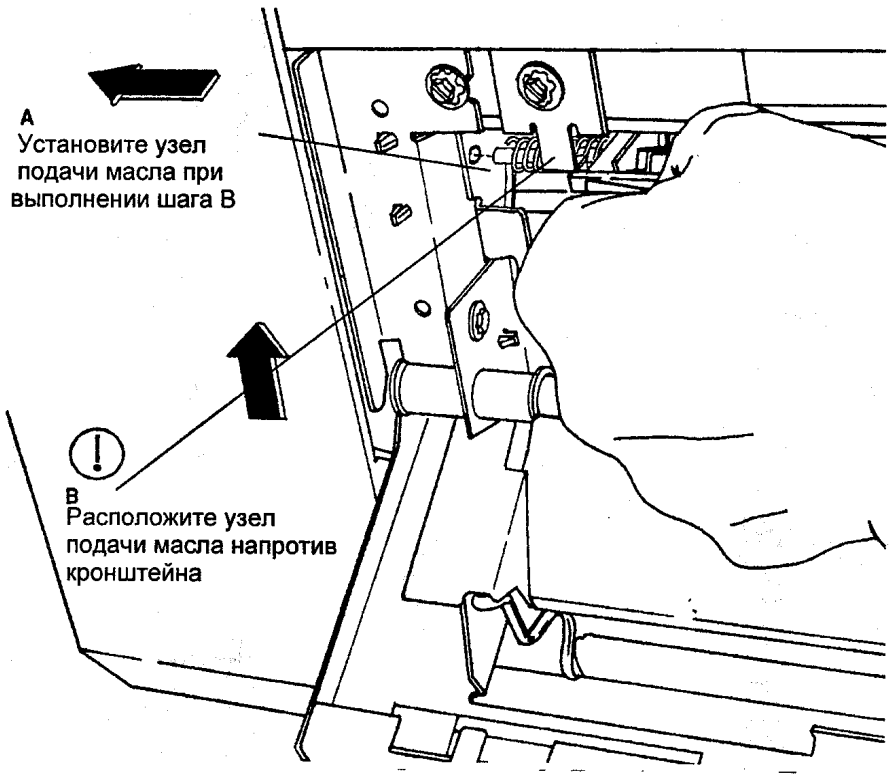

Рис. 14 Установка узла подачи масла
24. (РИС. 14): УСТАНОВИТЕ ЛЕВУЮ СТОРОНУ УЗЛА ПОДАЧИ МАСЛА.
ШАГ 24B: Чтобы не повредить пальцы отделения и нагревательный вал фьюзера, убедитесь, что узел подачи масла удерживается в верхнем положении напротив кронштейна, как показано на рис. 14. Держите узел подачи масла как можно ближе к валу фьюзера, но не касайтесь его во время установки узла.
ШАГ 25А: Чтобы не повредить пальцы отделения и нагревательный вал фьюзера, убедитесь, что узел подачи масла удерживается в верхнем положении напротив кронштейна, как показано на рис. 14. Держите узел подачи масла как можно ближе к валу фьюзера, но не касайтесь его во время установки узла.